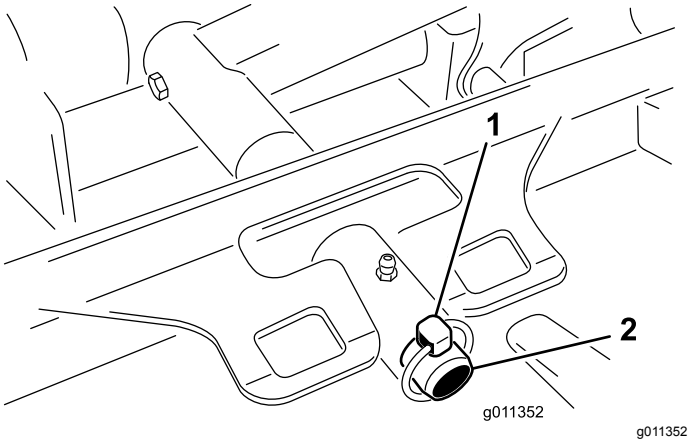

Figur 85
3. Fjern ringstiften eller holderingen (kun GM 4700) som fester klippeenhetens bæreramme til løftearmens svingbolt (Figur 85).
3. Træ klippeenhetens bæreramme på løftearmens svingbolt. Fest med ringstift eller holdemutter (kun GM 4700) (Figur 85).